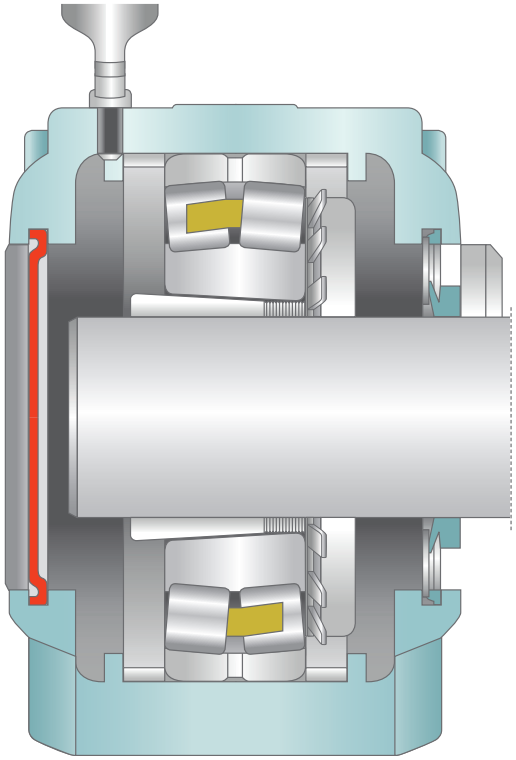

Figure 9 : Lubrification des roulements avec couvercle d'obturation
- Pour la version avec couvercle d'obturation, le côté du palier où le couvercle est installé doit être choisi (**fig. 9**).